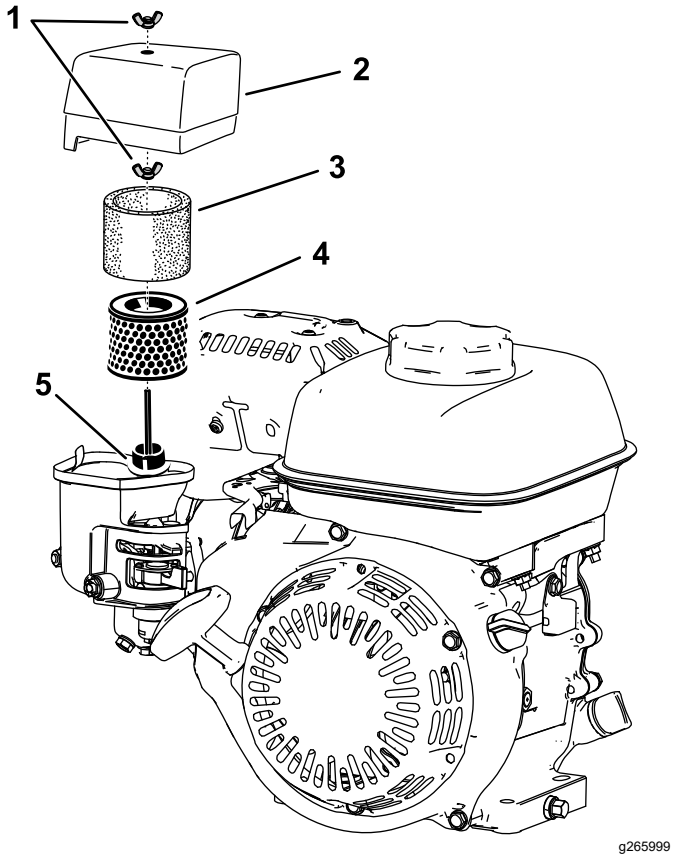

**Figuur 31**
2. Draai de vleugelmoer los waarmee het luchtfilterdeksel vastzit (Figuur 31).